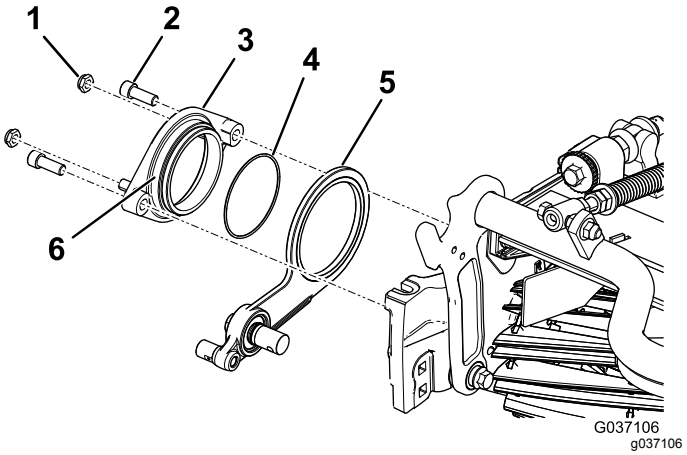

**Figur 10**
3. Stryk på monteringssmörjmedel längs svängnavets yttre diameter (Figur 10).
4. Fäst svängnavet över mellanremskivenheten på cylindern med två sexkantsskruvar (Figur 10).
5. Montera två låsmuttrar löst på svängnavet (Figur 10).